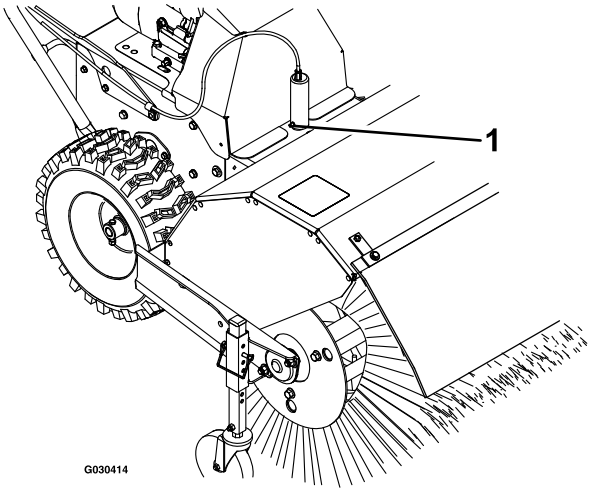

Figuur 20
1. Smeer de borstelhoekpen met lithiumvet nr. 2 (Figuur 20).